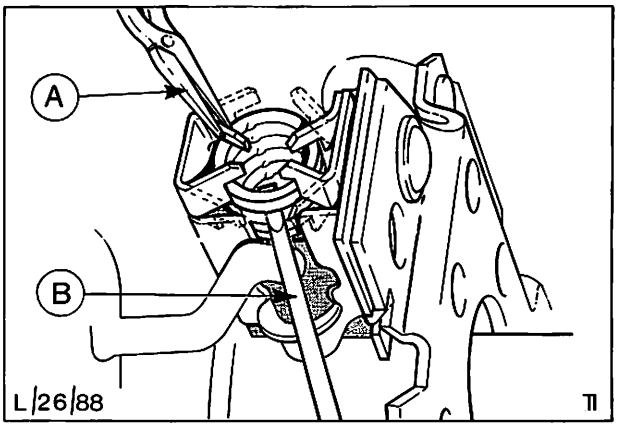

Abb. 101 Zurückbiegen der Halteklammern
21. Kohlebürsten (4) in die entsprechenden Führungen am Bürstenhalter einsetzen und mit den Bürstenfedern sichern. Die Halteklammern der Bürstenfedern müssen mit einer geeigneten Zange vorsichtig wieder zurückgebogen werden, Abb. 101.